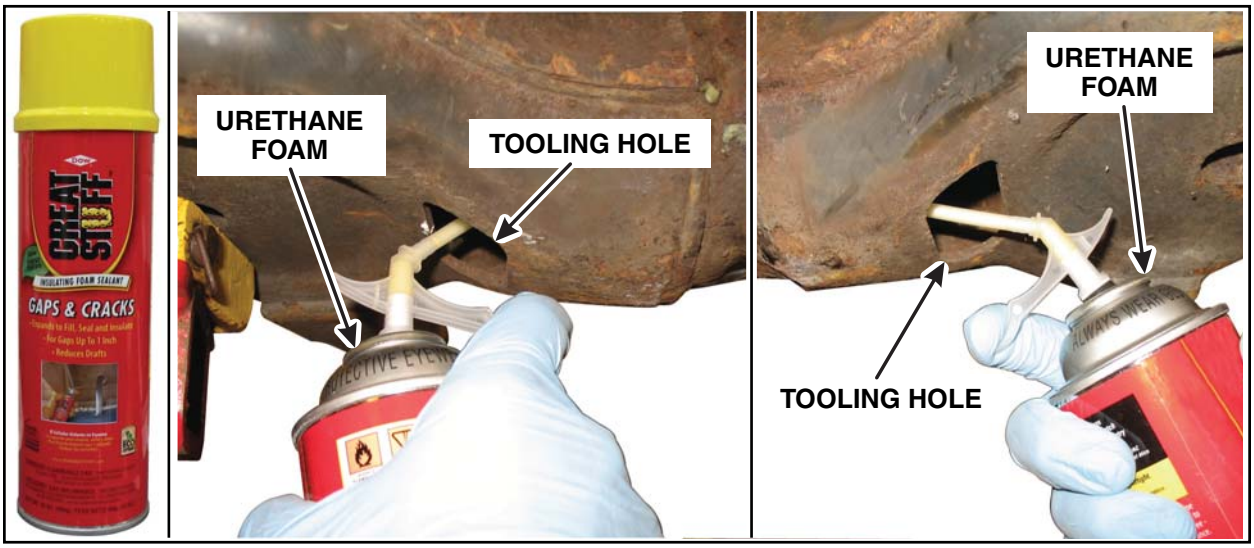

FIGURE 1
4. *Obtain one (1) can of Great Stuff™ Gaps & Cracks. Follow the instructions on the can for application. Insert nozzle in tooling hole at bottom of spring seat as far as possible. Pull trigger and remove nozzle in circular pattern. Stop application about 25 mm (1 in) from tooling hole. See Figure 1.*